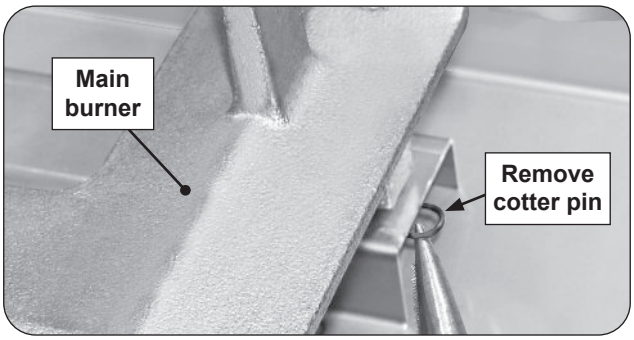

Fig. 39-2 Remove cotter pin
2. Locate and remove the cotter pin from the left or right rear burner anchoring peg by pulling it straight out of the cotter pin hole using fingers or needle-nose pliers. See Fig. 39-2.